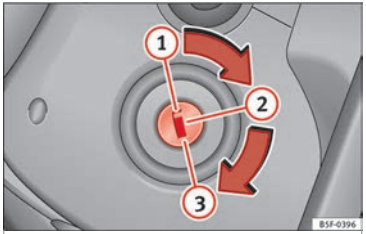

Afb. 198 Standen van de autosleutel.
Autosleutels ››› afb. 198
3.	**Alleen in wagens met dieselmotor:** draai de sleutel in het contactslot in de stand ››› afb. 198 ② voor het voorverwarmen. Een controlelampje in het instrumentenpaneel gaat branden ϖ.